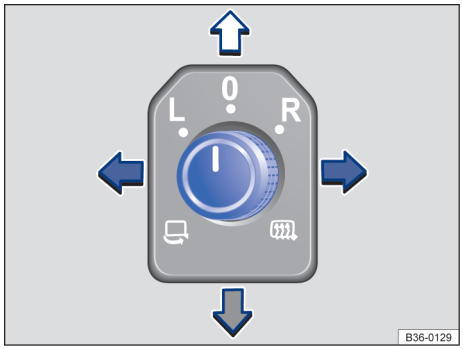

Fig. 91 Dans la porte du conducteur : commande rotative des rétroviseurs extérieurs
2. Tournez la commande rotative dans la porte du conducteur sur le symbole souhaité → fig. 91.